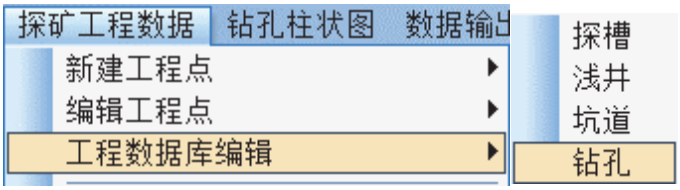

图 A-1
2. 选择菜单“探矿工程数据”→“工程数据库编辑”→“钻孔”（见图 A-1），在主图中选择需要导入岩性花纹代码的钻孔，弹出“钻孔地质数据录入”对话框，点击“打开数据库文件”按钮（见图 A-2），进入 Access 软件界面；